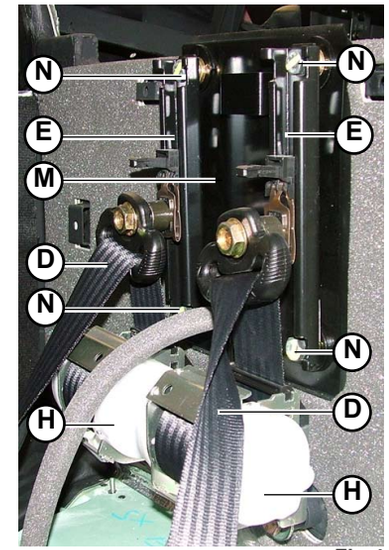
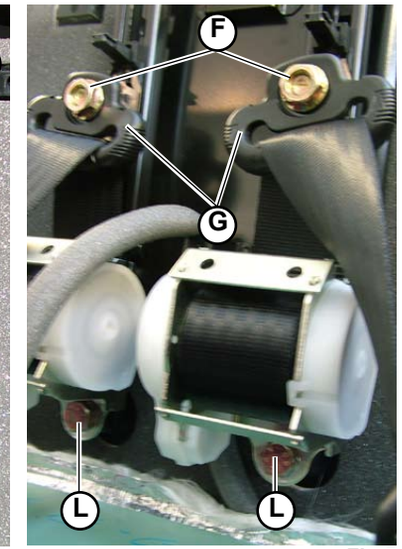

Fig.4
Fig.5
2. Secure the seatbelt (**D-Fig.4**) to the guide (**E-Fig.4**) using the 2 screws (**F-Fig.5**) fixing the clamp (**G-Fig.5**).
3. Assemble the 2 retractors (**H-Fig.4**) and secure using the screws (**L-Fig.5**).
4. Fix the plate (**M-Fig.4**) using the 4 screws (**N-Fig.4**) on the guides.